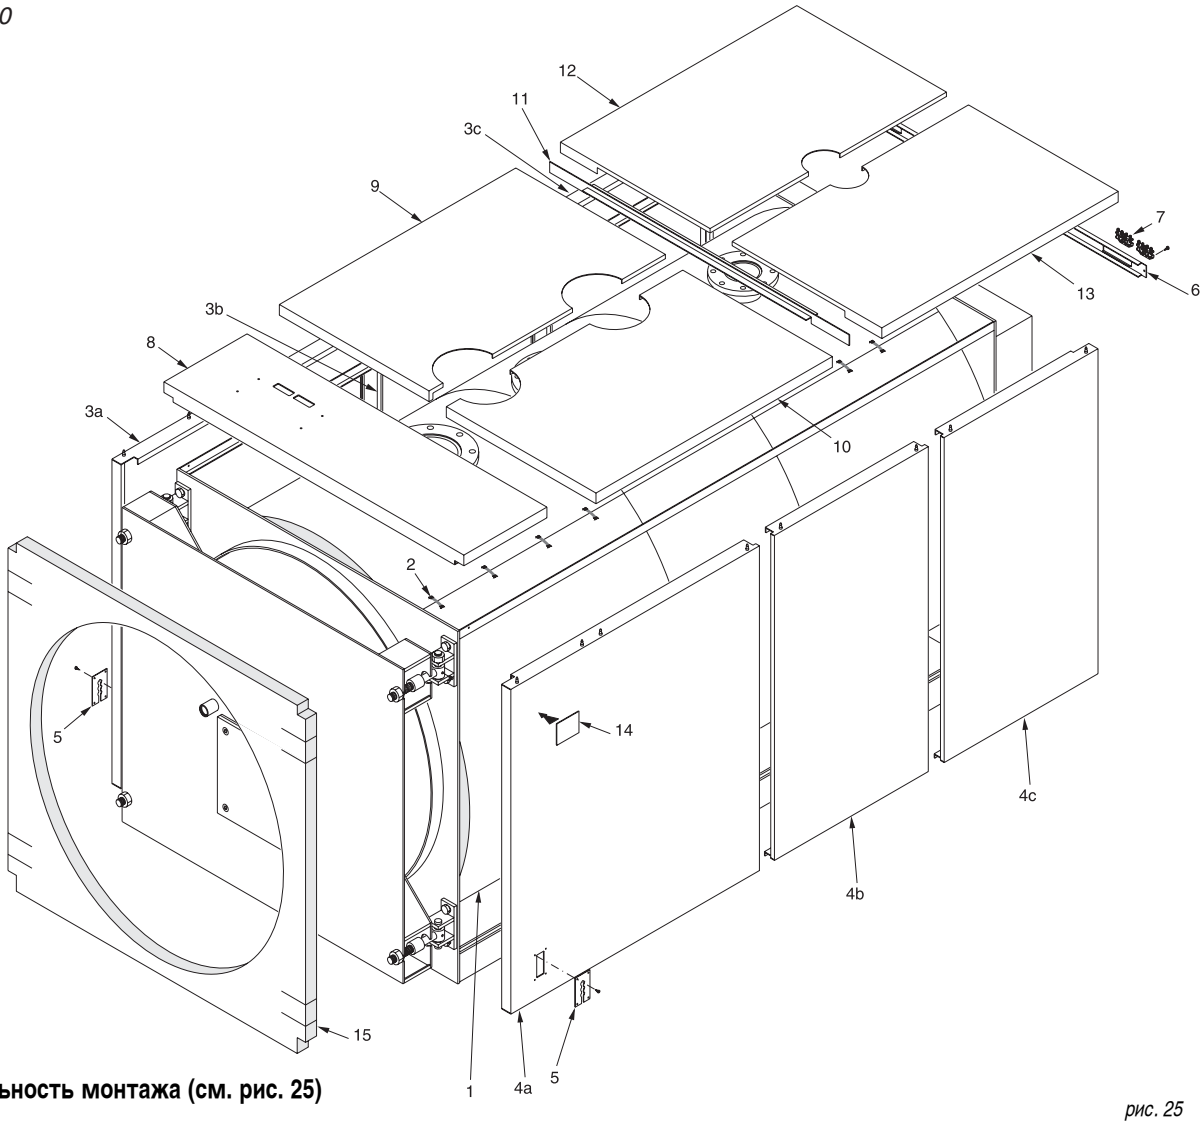

рис. 25
N.B. Для модели **ELL 2650** (см. рис. 25) обшивка и изоляция находятся в четырех коробках.
Последовательность монтажа (см. рис. 25)